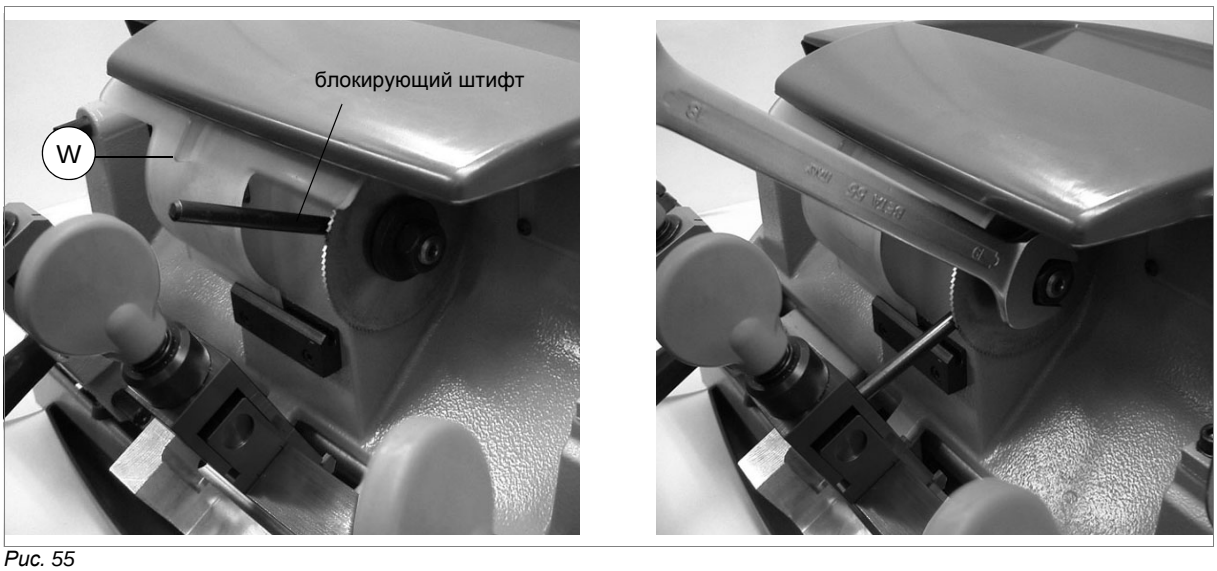

Рис. 55
1) Сдвиньте защитный экран (W), чтобы получить доступ к заменяемой фрезе.
2) Вставьте блокирующий штифт (стандартный) в отверстие шпинделя режущего инструмента (рис. 55).